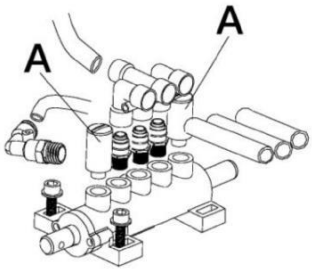

Rys. 17
- Czyścić zawory szczęk zaciskowych i młotka do opon co 6 miesięcy (Rys. 17).
- Odkręcić zawory tłumików w wyłączniku kulkowym i szczękach zaciskowych (Rys. 17)